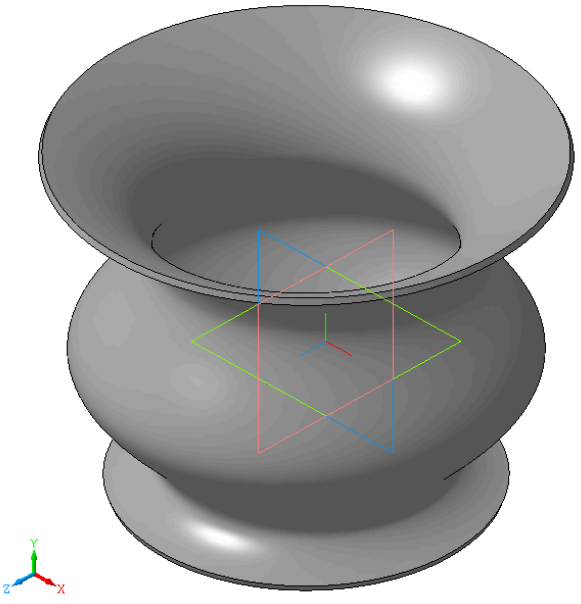

Рис. 3.19. Результат операции **Вращение**: эскиз кривая
5.12. Нажмите кнопку **Создать объект** на панели **Специального управления**. Тело вращения с образующей в виде кривой Безье построено (рис. 3.19). Не правда ли, хорошая заготовка кувшина или вазы!